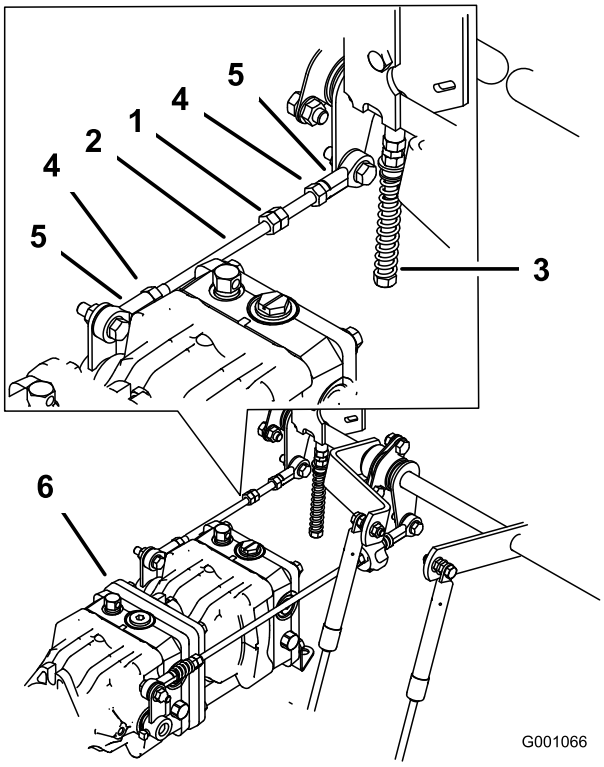

Figur 70
1. Løsn låsemøtrikkerne ved kugleleddene på pumpestyrestangen (Figur 70).
3. Juster pumpestangens længde ved at dreje dobbeltmøtrikkerne på pumpestangen i den relevante retning, indtil hjulet står stille eller kryber en smule i bakgear (Figur 70).
6. Stram låsemøtrikkerne ved kugleleddene (Figur 70).